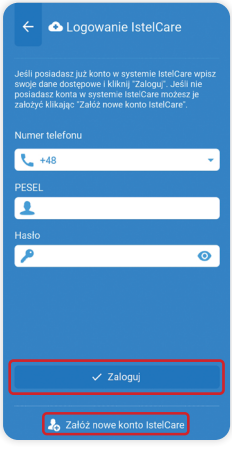
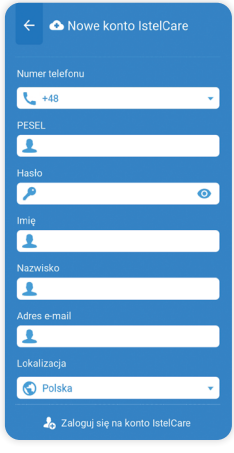

Rys. 37
Rys. 38
- **Jeśli posiadasz już konto** w systemie Istel Care, wpisz swoje dane i kliknij Zaloguj, a następnie Synchronizuj, aby przesłać do Systemu dotychczasowe pomiary (rys. 37).
- lub **Utwórz Konto** klikając przycisk Załóż nowe konto Istel Care (rys. 37). Jeśli wybrałeś założenie nowego konta, uzupełnij formularz (rys. 38) i potwierdź wciskając przycisk OK.